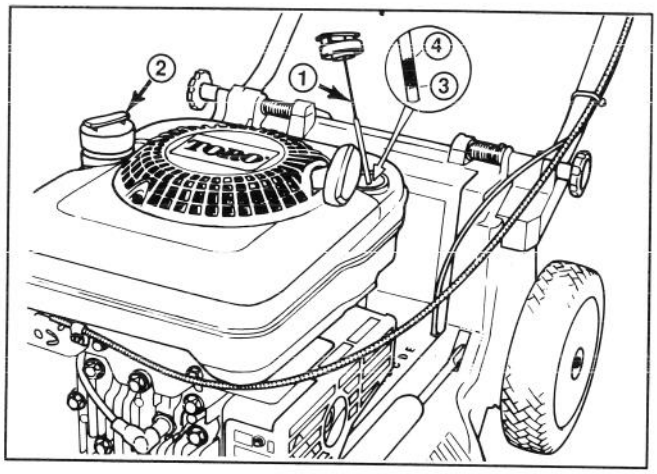

Figure 7
Before each use, assure oil level is between ADD and FULL mark (Fig. 7). Add oil if level is low.
3. Wipe dipstick and insert it into filler neck. Rotate cap 1/4 turn. Then remove dipstick and check level of oil (Fig. 7). If level is low, add only enough oil to raise level to FULL mark on dipstick. **DO NOT FILL ABOVE FULL MARK BECAUSE ENGINE COULD BE DAMAGED WHEN STARTED. POUR OIL SLOWLY.**
1. Clean around fuel tank cap and remove cap from tank (Fig. 7). Do not fill tank full. Using unleaded gasoline, fill fuel tank to within 13 mm (1/2 inch) from top of tank, not into filler neck.
1. CHECK OIL LEVEL—Maintain oil level between ADD and FULL range as shown on dipstick (Fig. 7).
2. CUTTING AND BAGGING—Best results are achieved when only about 1/3 of the grass blade is cut. If long grass must be cut, use highest height-of-cut setting (E) for first mowing. Then recut the grass at a more normal setting. If too long of grass is cut, mower may plug and cause engine to stall.